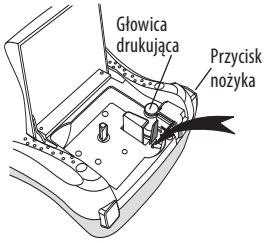

Rysunek 6
2. Naciśnij i przytrzymaj przycisk nożyka, aby odsłonić jego ostrze. Zobacz: Rysunek 6.
3. Delikatnie wytrzyj głowicę drukującą miękką stroną narzędzia. Zobacz: Rysunek 6.